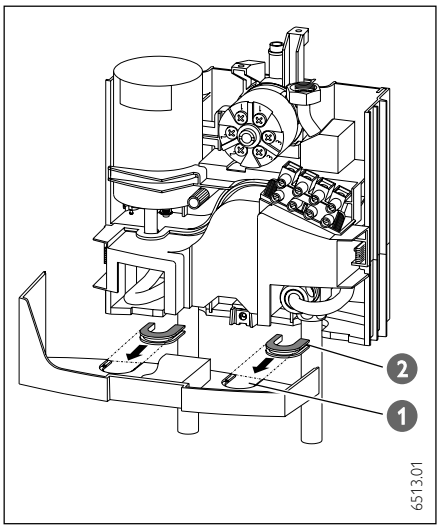

Abb. 19
•Nur bei Aufputz-Anschluß (Abb. 19)